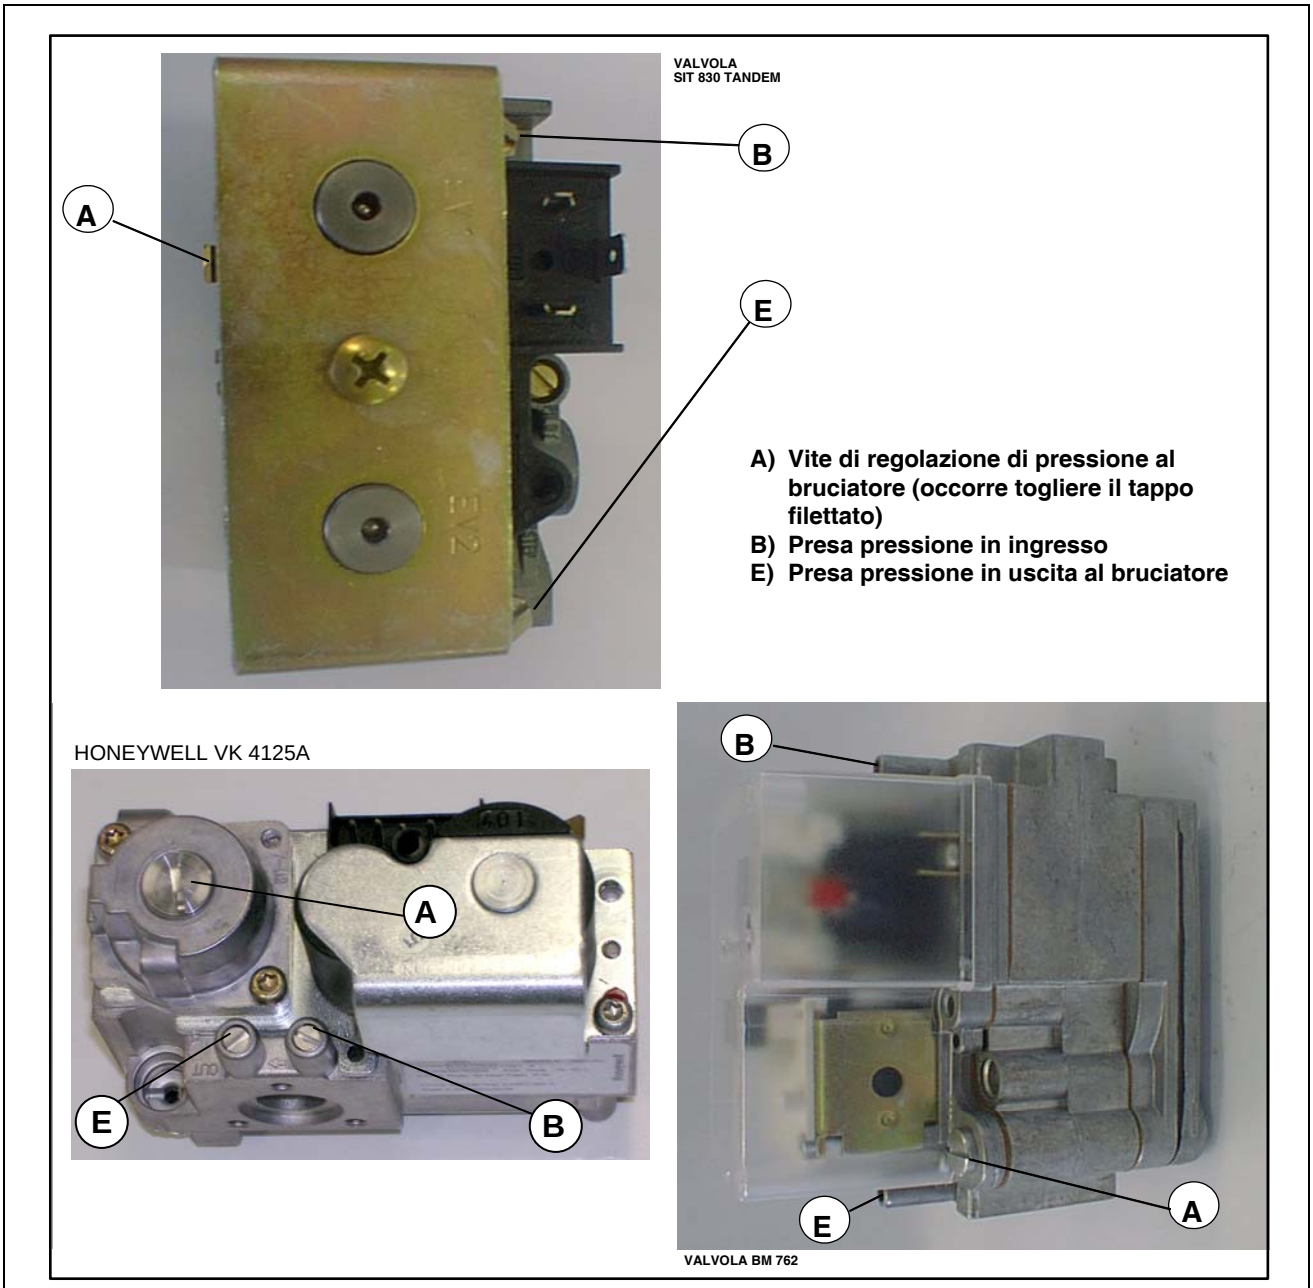

FIGURA 20 – VALVOLE GAS – MODELLI SERIE F1
- a METANO: la pressione va regolata agendo sull'apposita vite di regolazione A (FIGURA 20).
Per regolare la pressione al bruciatore, identificare il TIPO DI VALVOLA montato sull'apparecchio (FIGURA 20) e procedere come segue: